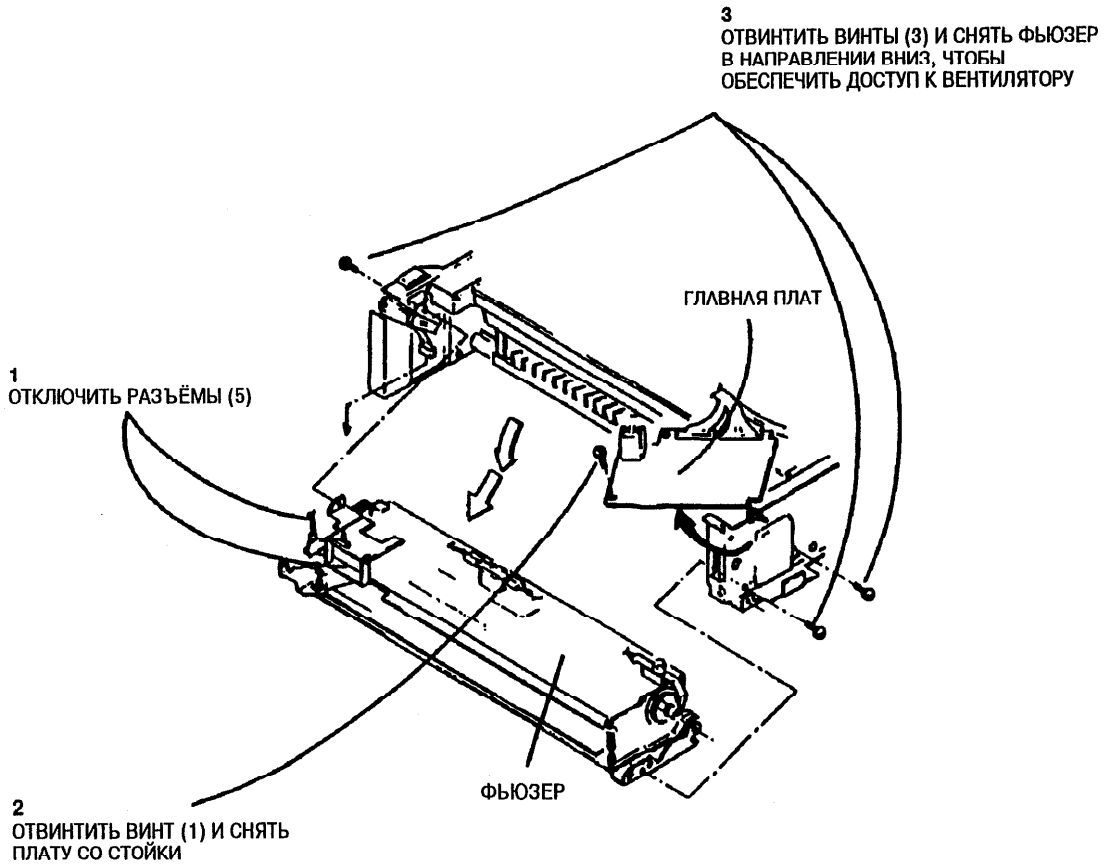

Рис. 1. Снятие фьюзера
2. (Рис. 1): Убрать главную плату в сторону для обеспечения доступа к двум винтам.
3. (Рис. 1): Снять фьюзер.